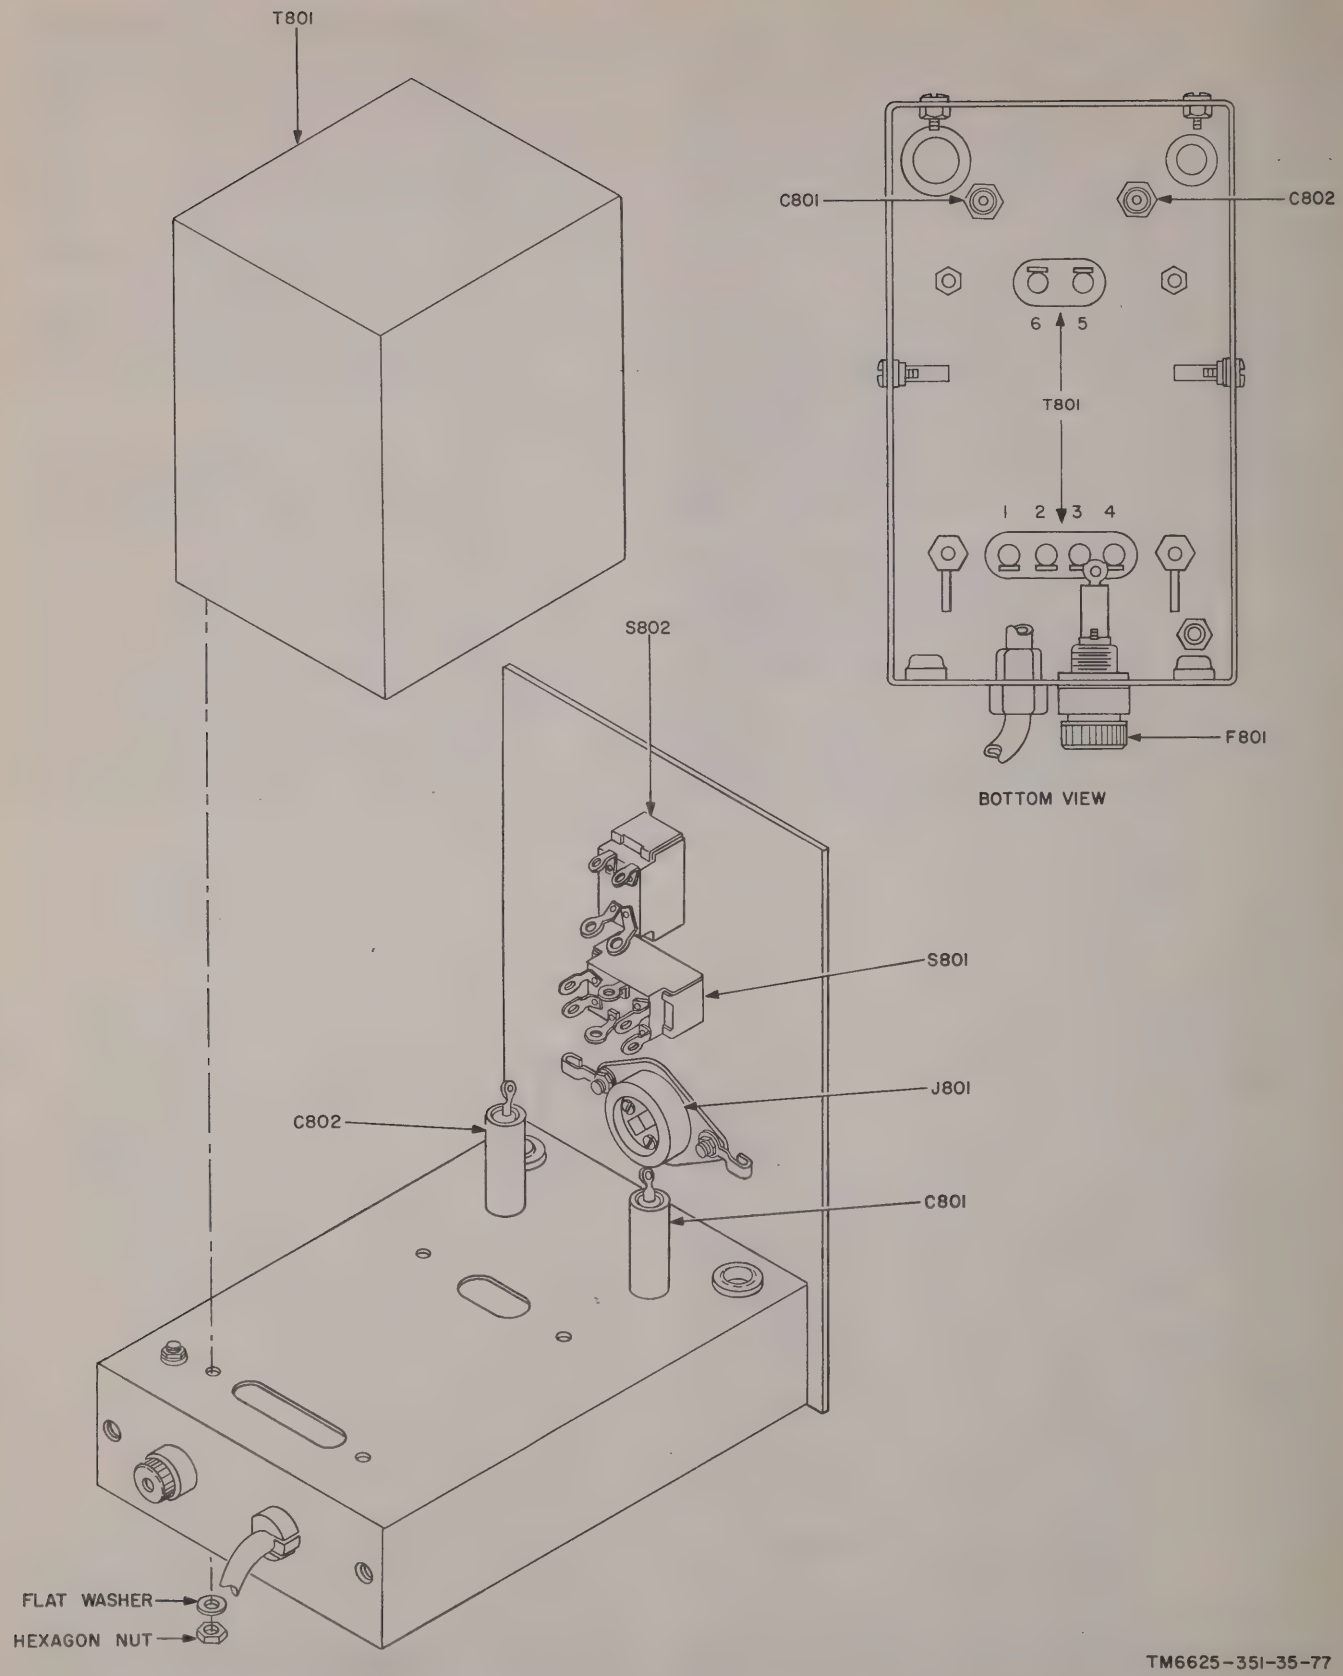

Figure 89. Transformer, Power, Isolation and Step-Down TF-248/G, parts location diagram.
c. *External Transformer* (fig. 89). A method of checking the operation of the external transformer is outlined in paragraph 43*c*, steps 1 through 3, 18, 19, and 79, TM 11-6625-351-12. If the component fails to operate as indicated in the equipment performance checklist (para 43, TM 11-6625-351-12). refer to the troubleshooting procedures as outlined in paragraph 67*c*(1) of this manual. If power transformer T801 is established as the defective part, be sure to tag and identify the leads to the six terminals before unsoldering; this will facilitate rewiring. Refer to the exploded view (fig. 89) for disassembly and reassembly. of replacement parts.